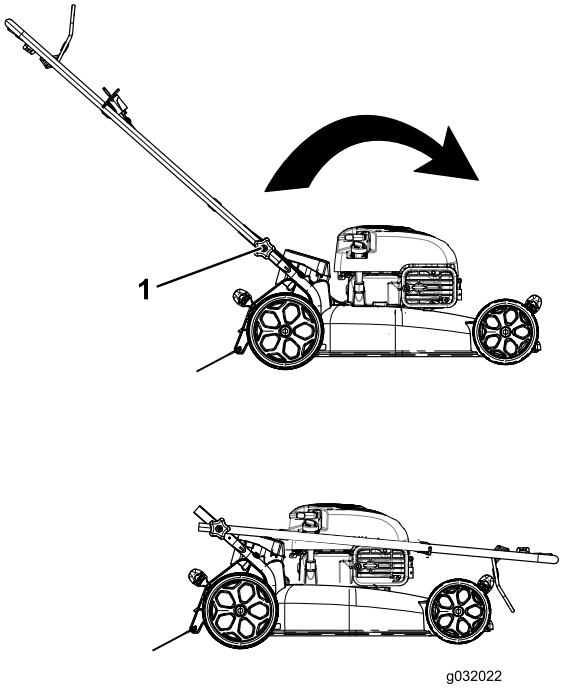

Rysunek 22
1. Poluzuj pokrętła uchwytu, aż górny uchwyt da się swobodnie poruszać (Rysunek 22).
1. Pokrętło dźwigni (2)
2. Przechyl uchwyt do przodu, w sposób pokazany na Rysunek 22.